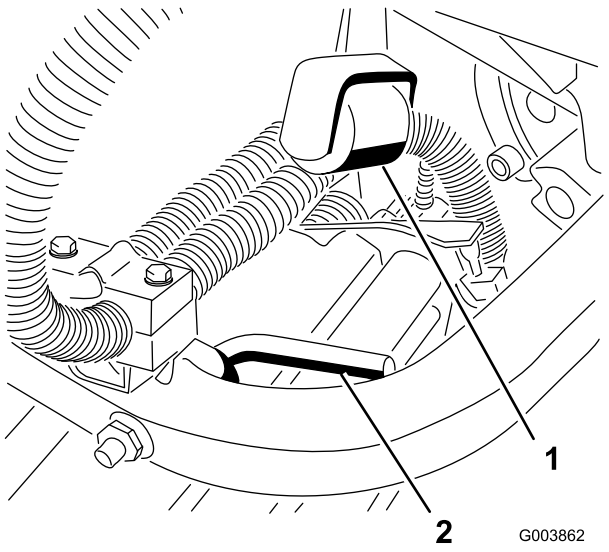

Figur 12
10. Kontroller justeringen af låseruller (Figur 12). Når de er korrekt justeret, er de i kontakt med låsehåndtagene på de bageste løftearme og støtter klippeenhederne, når de er helt hævet.